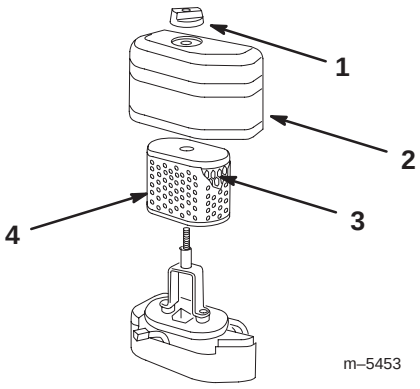

Bild 19
2. Schrauben Sie die Verschlussschraube los und entfernen den Luftfilterdeckel (Bild 19).